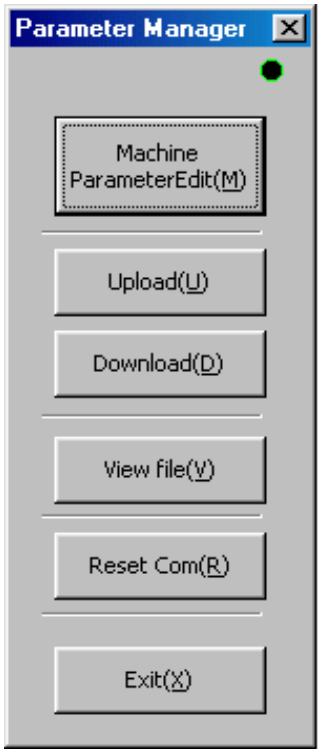

Figure 7.27 "Parameter Manager" dialog box
Click *"Parameter (M)"* under "MainMenu" to display the "Parameter Manager" dialog box (see Figure 7.27).